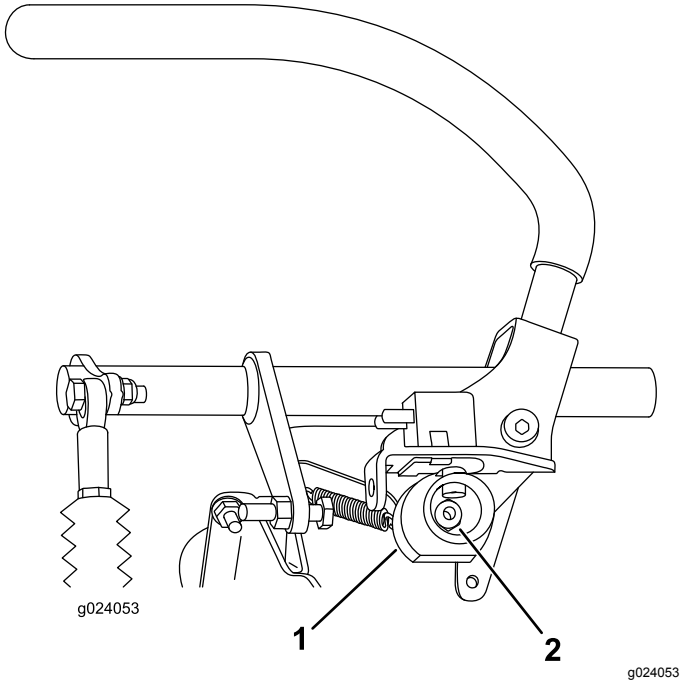

Figur 68
6. Lossa muttern som håller kammen på plats (Figur 68).